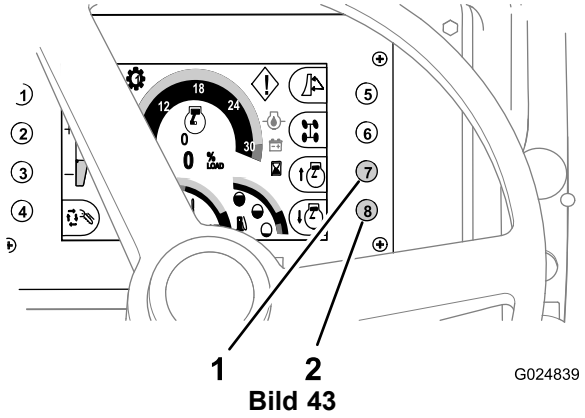

Bild 43
- Drücken Sie die Taste Nr. 7 auf dem Command Center, um die Motordrehzahl zu **erhöhen** (Bild 43).
- Drücken Sie die Taste Nr. 8 auf dem Command Center, um die Motordrehzahl zu **verringern** (Bild 43).